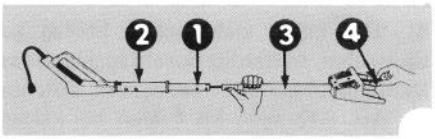

Abbildung 3
4. Griffeinheit auf ebenem Boden flachstellen. Mittleren Handgriff vom unteren Griffholm wegnehmen und auf oberen Griffholm schieben (Abb. 3).
5. Oberen Griffholm mit unterem Griffholm ausrichten. Mit einer Hand das Griffanschlussteil festhalten, und mit der anderen Hand den unteren Griffholm in den oberen Griff schieben (Abb. 3). Löcher aufeinander ausrichten. Mittleren Plastikgriff in Montageposition bringen und mit den Löchern in den Griffholmen ausrichten.